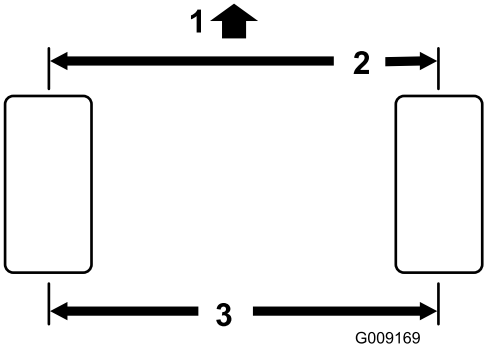

Figur 55
2. Mål avstanden fra midten til midten (i akselhøyde) foran og bak på styredekkene (Figur 55). Avstanden skal ikke være større enn 0 ± 3 mm ved fordekket sammenliknet med bakdekket. Roter dekket 90°, og kontroller avstanden igjen.